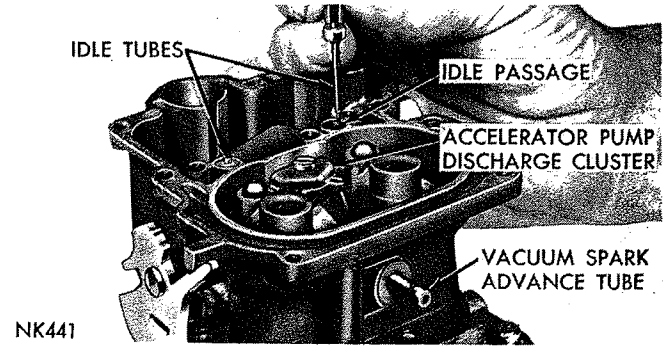

***Fig. 3—Removing or Installing Idle Tubes***
(10) Lift idle tubes out of main body, as shown in (Fig. 3). (The idle tubes are interchangeable.)